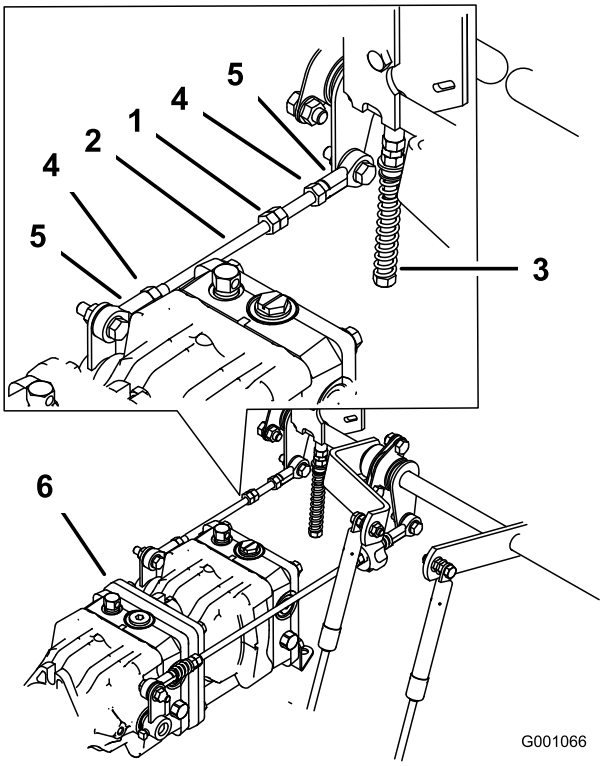

**Figur 82**
1. Lossa låsmuttrarna på kullederna på pumpens reglerstav (Figur 82).
3. Justera pumpstavslängden genom att vrida dubbelmuttrarna på staven i lämplig riktning tills hjulet står stilla eller långsamt roterar bakåt (Figur 82).
6. Dra åt låsmuttrarna vid kullederna (Figur 82).